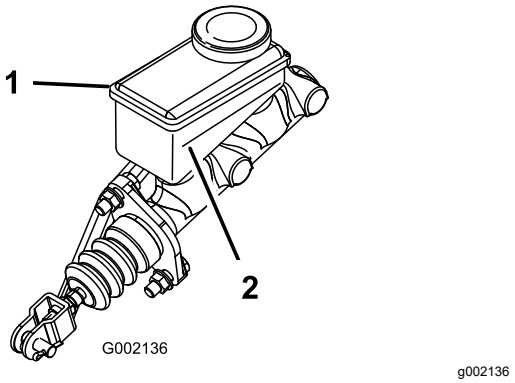

Figur 65
5. Titta på markeringen på sidan av vätskebehållaren (Figur 65).
B. Tillsätt DOT 3-bromsvätska i behållaren tills vätskenivån är ovanför miniminivålinjen (Figur 65).